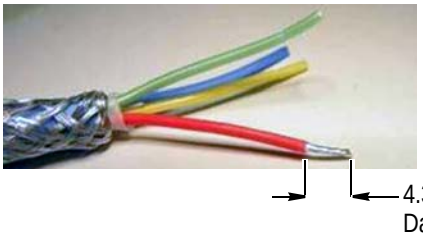

Figure 2
1. The cable outer jacket must be stripped to the dimension given in Figure 2, Detail A.
2. The cable shield must be folded back over the outer jacket. See Figure 2, Detail A.
3. A power contact size 16 must be crimped onto the drain wire. See Figure 2, Detail B.
5. Heat must be applied to the shrink tubing. The shrink tubing must recover to the length and minimum diameter given in Figure 2, Detail B.
6. The quad shield must be stripped from each wire to the dimension given in Figure 2, Detail C.
7. Each data wire must be stripped to within the dimensions given in Figure 2, Detail D.
8. Each power wire must be stripped to the dimensions given in Figure 2, Detail D.
2. The cable shield must be folded back over the outer jacket to expose the tape wrap. The tape wrap must be trimmed flush with the cable shield. The cable shield must not be cut or nicked. See Figure 2, Detail B**.**
3. All wires must be fanned out to isolate the inner core. The inner core must be trimmed as close as possible to the cable. See Figure 2, Detail C.
4. Each wire must be stripped within the dimensions given in Figure 2, Detail D.